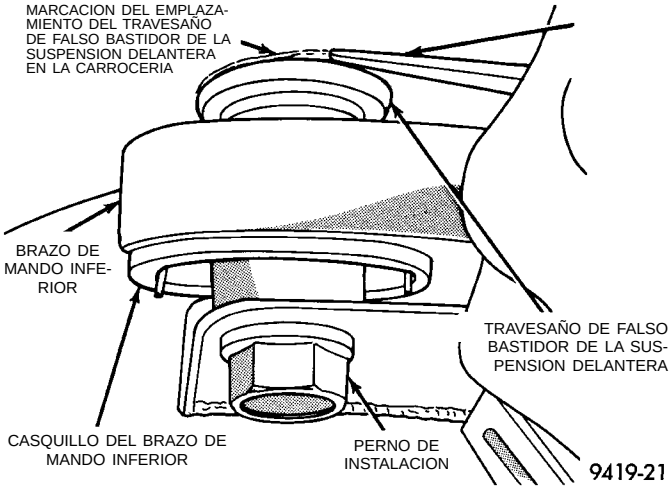

Fig. 11 Marcación del travesaño de falso bastidor de la suspensión delantera
(10) Con una lezna trace una línea en la carrocería (Fig. 11) que marque dónde va montado el travesaño de falso bastidor de la suspensión delantera contra la carrocería del vehículo.